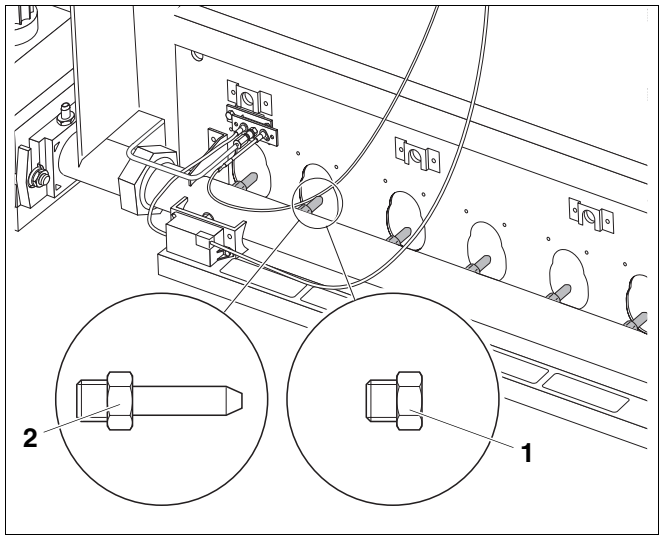

Afb. 27 Hoofdgasinspuiters controleren
- Controleer de hoofdgasinspuiters (afb. 27) en vervang ze door die van de nieuwe gassoort. Plaats daarbij nieuwe dichtingen en controleer de inspuiters aan de hand van het kenmerk (tab. 20).